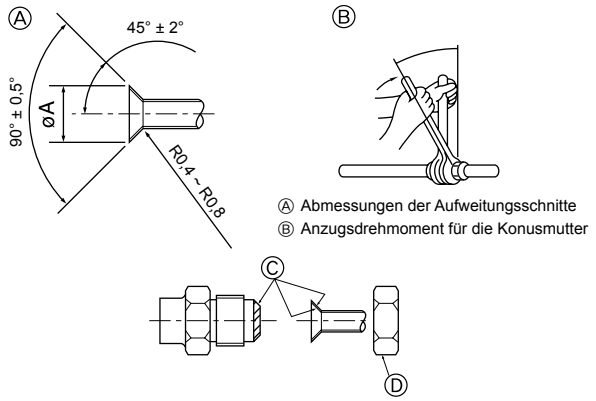

Fig. 4-1
- Vor dem Anziehen der Konusmutter eine dünne Schicht Kältemittel-Öl auf das Rohr und auf die Oberfläche des Sitzes an der Nahtstelle auftragen. Ⓐ (Fig. 4-1)
- Mit zwei Schraubenschlüsseln die Rohrleitungsanschlüsse fest anziehen. Ⓑ (Fig. 4-1)
- Tragen Sie Kältemaschinenöl auf die gesamte Konusauflagefläche auf. Ⓒ (Fig. 4-1)
- Die Konusmuttern für die nachstehende Rohrgröße verwenden. Ⓓ (Fig. 4-1)
Ⓐ (Fig. 4-1)
Ⓑ (Fig. 4-1)